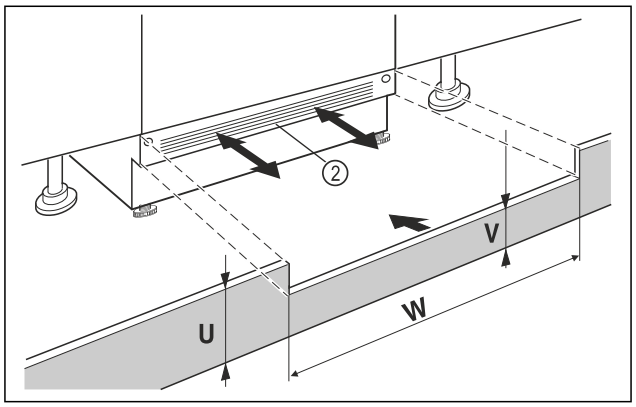

Fig. 98 Example illustration
▶ Put on the appliance base cover *Fig. 98 (2)* but do not fix it in place yet.
▶ If the base panel is visible *Fig. 98 (2)*, pull it forwards so that the front edge of the ventilation grille and the unit base panel are level.
▶ If the base panel is concealed *Fig. 98 (2)*, push it all the way back.
▶ Ensure that the ventilation slots are completely free: If necessary, cut the height of the unit base panel *Fig. 98 (U)* to size!
▷ Adjust the web height *Fig. 98 (V)*under the appliance base panel *Fig. 98 (2)*along the niche width *Fig. 98 (W)*.